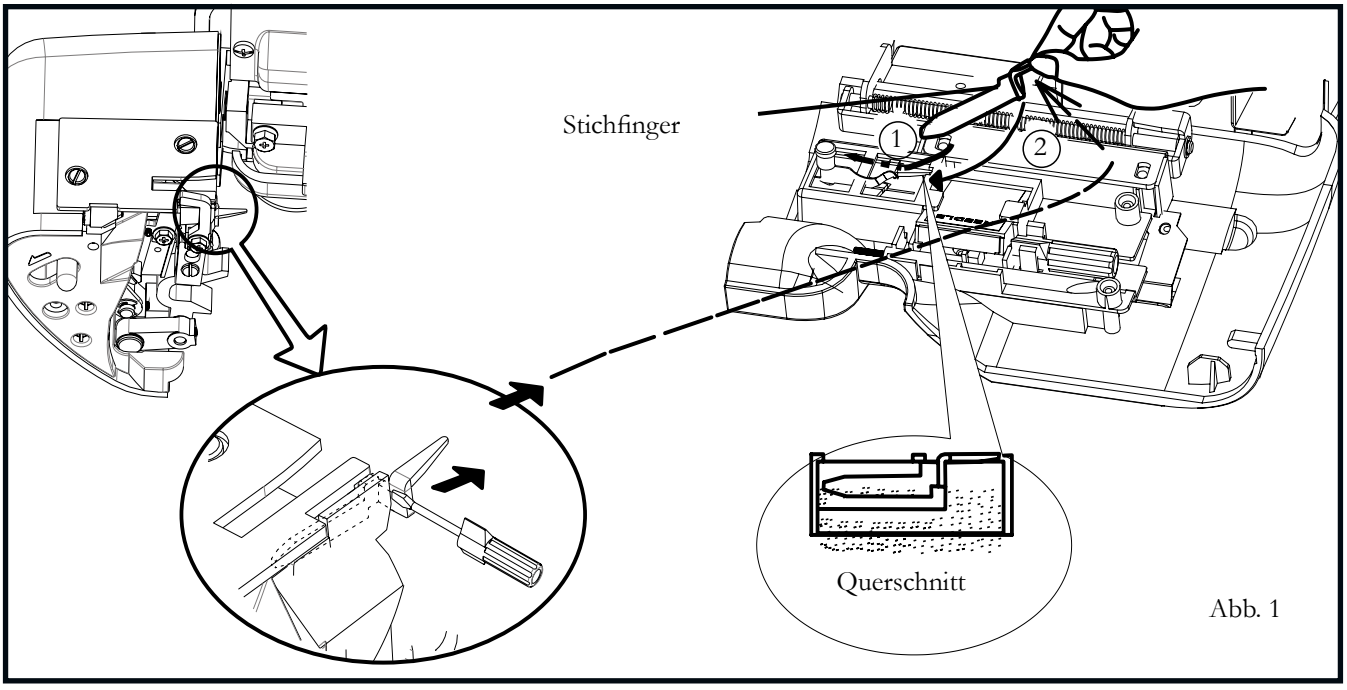

Abb. 1
1. Holen Sie den 2-Faden-Konverter (Abb. 1) heraus.
HINWEIS: Bringen Sie den Stichfinger nach dem Einstellen wieder an. Bitte achten Sie darauf, ihn tief einzuführen, s. Abb. 1. Nachdem Sie den Stichfinger von der Maschine entfernt haben, verwahren Sie ihn sicher in seiner Halterung in der Abdeckung (s. Abb. 1) oder in der Zubehörtasche.
Genau richtig — Abb. 1